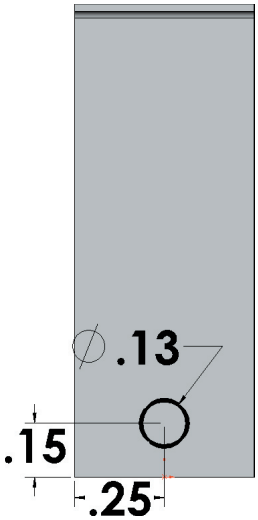

Fig. 8
Step 6. Add dimensions as shown in **Fig. 8**. To Smart dimension circle distance from edge, click circle and click edge, then move cursor out away and click to place dimension. Key-in the dimension and press ENTER. Arrange the dimensions as shown in **Fig. 8**.